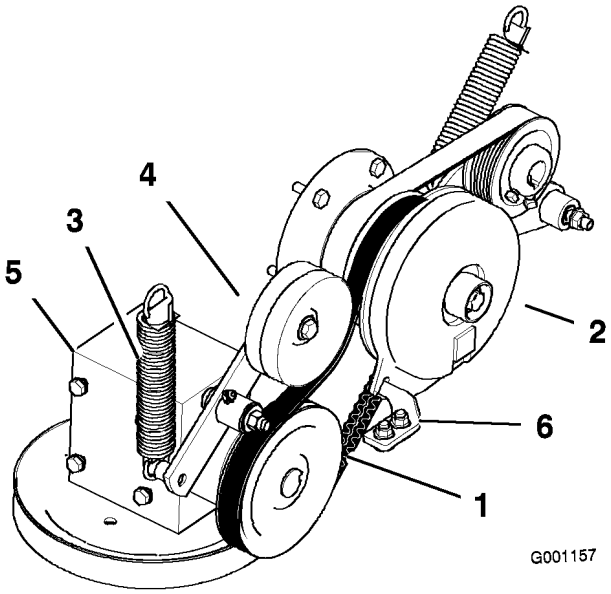

Figur 59
4. Fjern fjæren fra lederullarmen (Figur 59).
7. Sett den nye kraftuttaksremmen på clutchremskiven og girkasseremskiven (Figur 59).
9. Monter fjæren på lederullarmen (Figur 59).